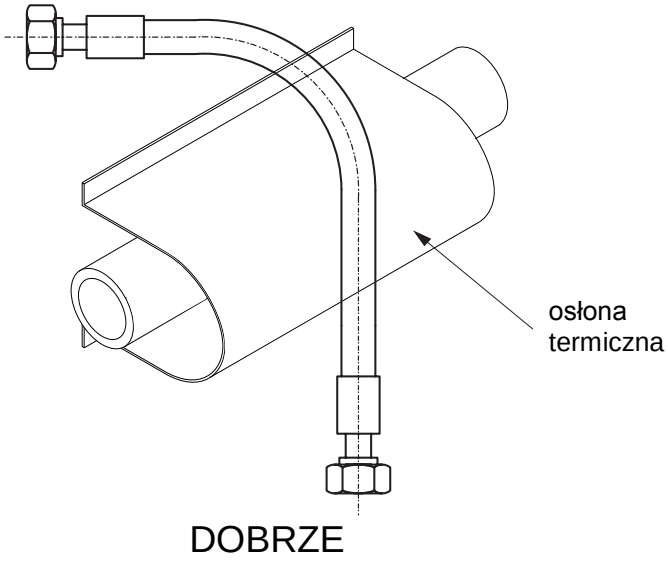

Rys. 10
3.4.7. Unikać prowadzenia węża w pobliżu źródła ciepła. Jeżeli jest to niemożliwe, stosować osłony termiczne – Rys. 10.